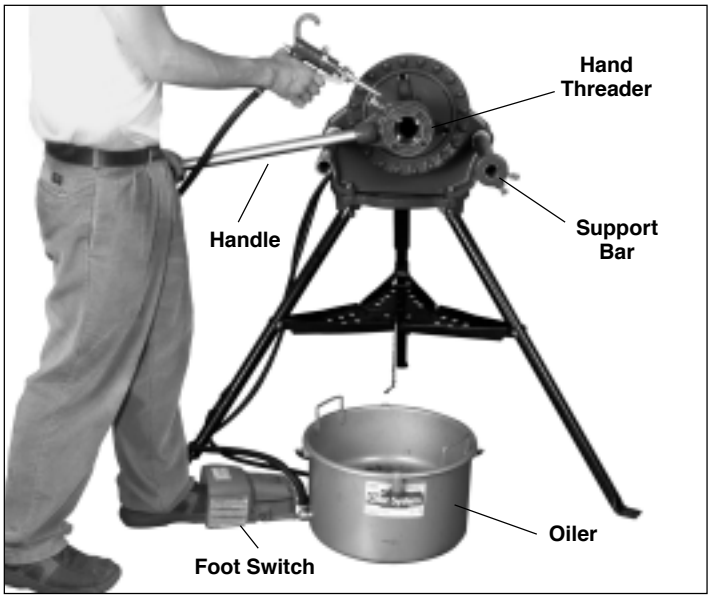

Figure 6
2. Place 06150 Oiler (Figure 6) under threader and apply REED Thread Cutting Oil on pipe end.
NOTE: THREADER IS AUTOMATIC ONCE DIES ARE ENGAGED. APPLY PLENTY OF OIL (FIGURE 6) UNTIL THREADS ARE COMPLETED.
CORRECT OPERATING POSITION FOR CUTTING, THREADING AND REAMING IS TO STAND ON THE SWITCH SIDE OF THE POWER DRIVE, WITH LEFT FOOT OPERATING FOOT SWITCH. (FIGURE 6)